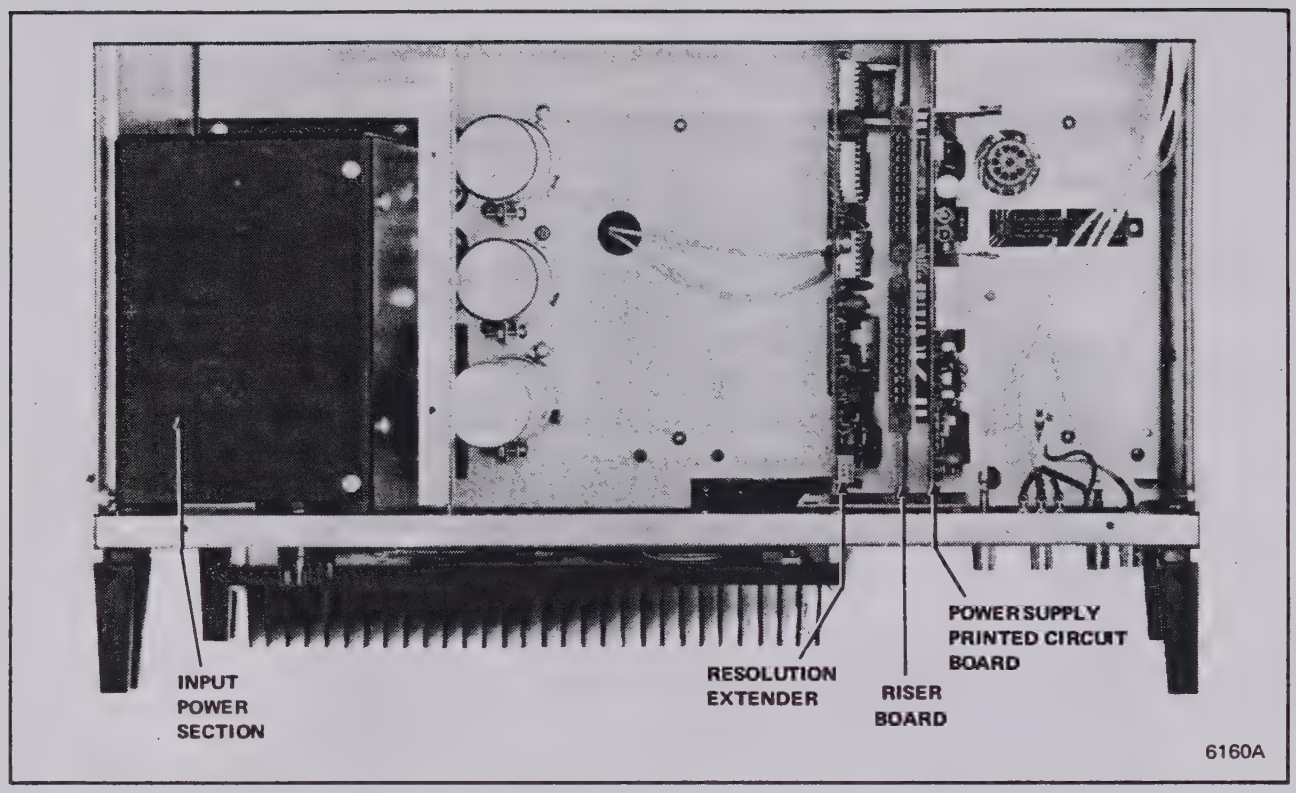

Figure 4-2. SECTION LOCATIONS, BOTTOM VIEW, DIVIDER MODULE REMOVED
d. Remove the output divider. Access is now provided to plug-in assemblies as shown in Figure 4-2.